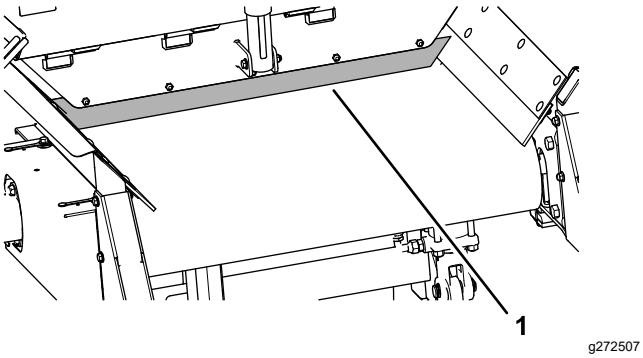

Rysunek 57
5. Usuń zespół zgarniacza czyszczenia taśmy z tyłu maszyny (Rysunek 57).